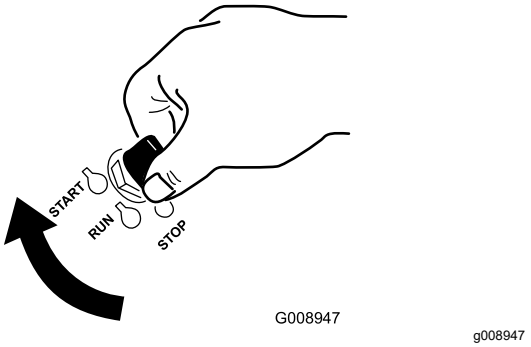

Figura 30
1. Rotii cheia în poziia PORNIRE (Figura 30).